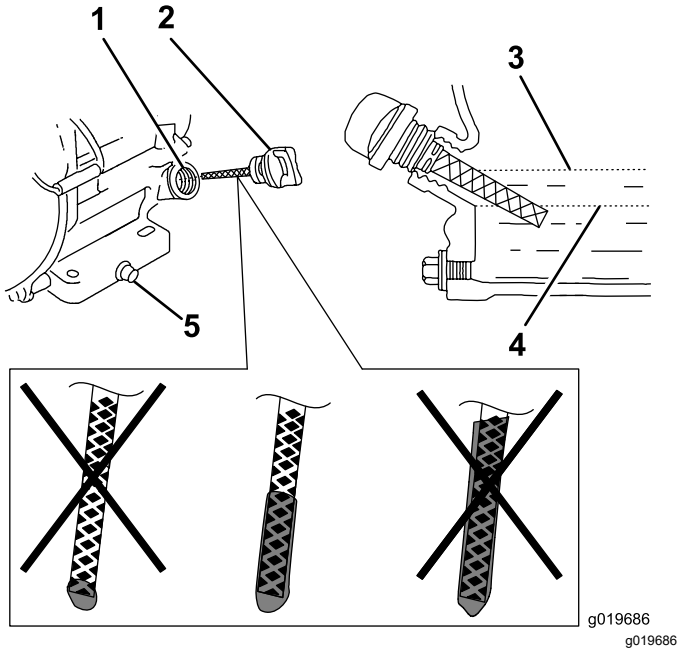

Figur 30
6. Ta ut oljestickan och kontrollera oljenivån i motorn (Figur 30).